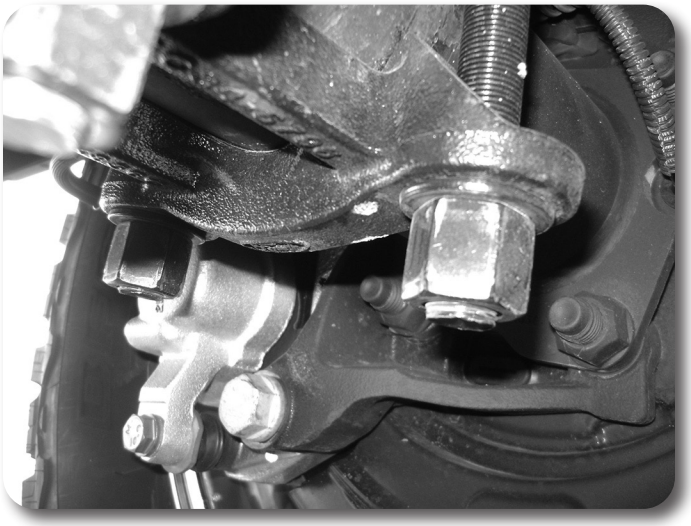

Figure 27
19. Raise the axle to engage the block spring alignment pins. Fasten the entire assembly with the provided u-bolts, washers, and nuts. Snug but do not torque the u-bolts at this time. **Figure 27**